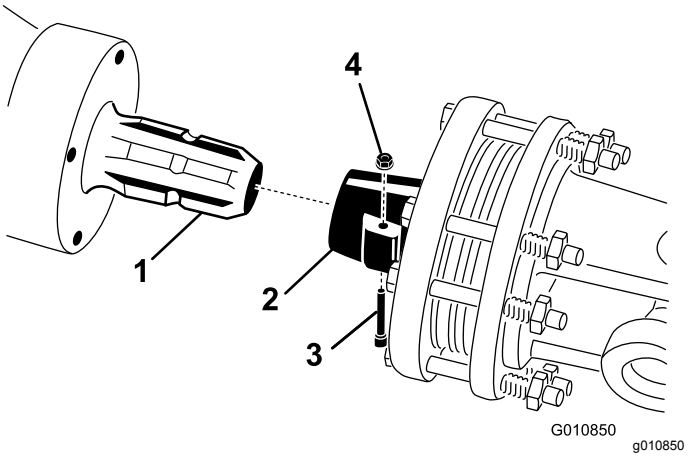

Figuur 23
1. Verwijder de pen en moer van de aftakas (Figuur 23).
2. Sluit het uiteinde van de aftakas aan op de ingangsas van de tandwielkast van de beluchter met behulp van de pen en moer die u eerder hebt verwijderd (Figuur 23). De pen kan maar op één manier worden geplaatst.